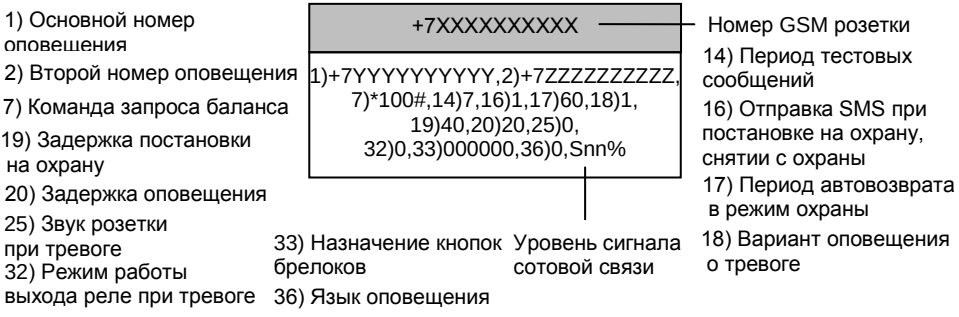

Рис.16 Пример SMS с настройками
6. Через 60 секунд после последнего действия GSM розетка отправит на основной номер SMS с настройками и прописанными телефонами оповещения (см. рис.16) и SMS о прописанных брелоках, сирене и извещателях (см. рис.17) и перейдёт в режим «Снят с охраны».
4. На основной номер оповещения придет SMS с настройками (см. рис.16).
5. На основной номер оповещения придет SMS с настройками (см. рис.16).
6. На основной номер оповещения придет SMS с настройками (см. рис.16).